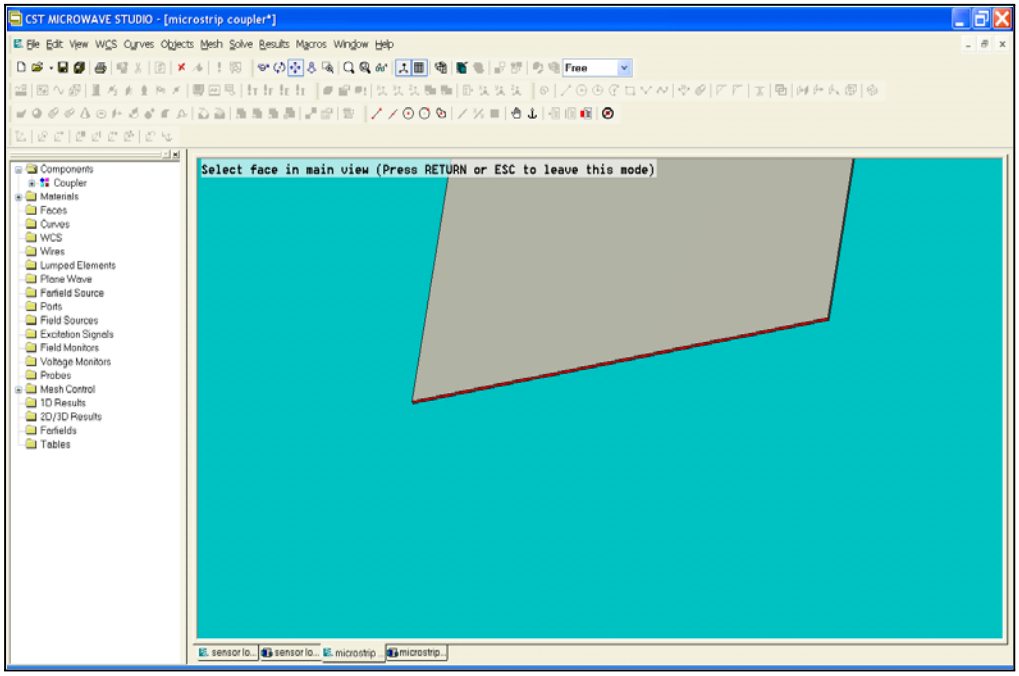

Figure 5 - Picking the face of the end of the strip.
6. Pick the face of the end of the strip, as shown in Figure 5.